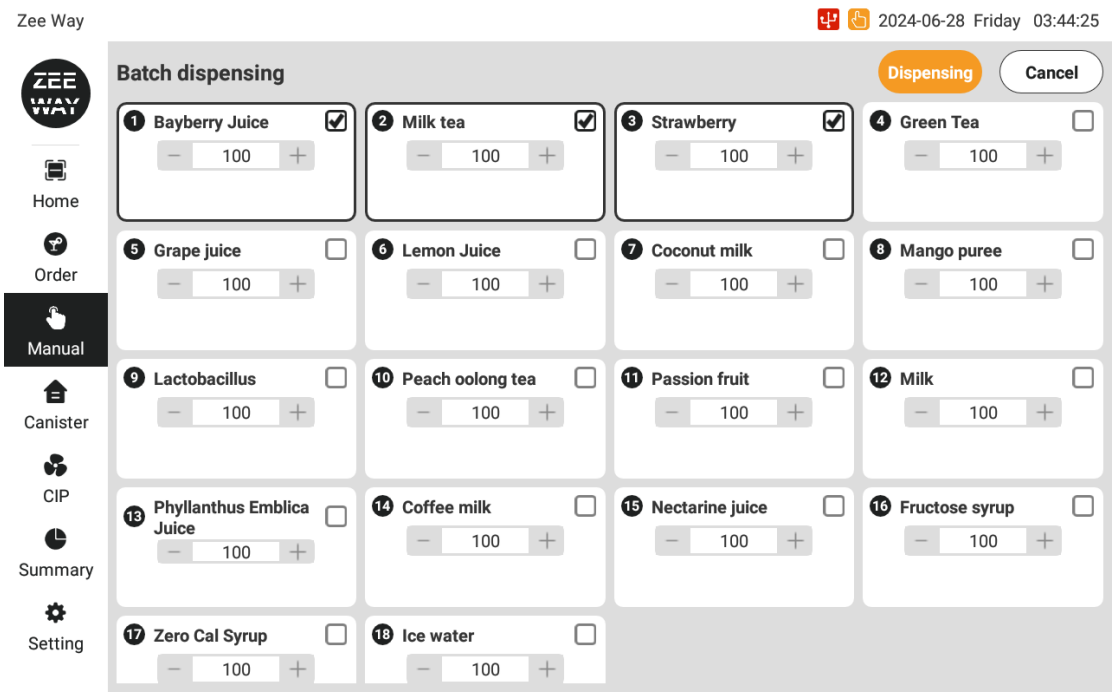

Fig. 4.3.4
c. Batch dispensing: Click the batch dispensing button, select the canister to be dispensed, enter the corresponding ration quantity, and click dispense (Fig. 4.3.4)